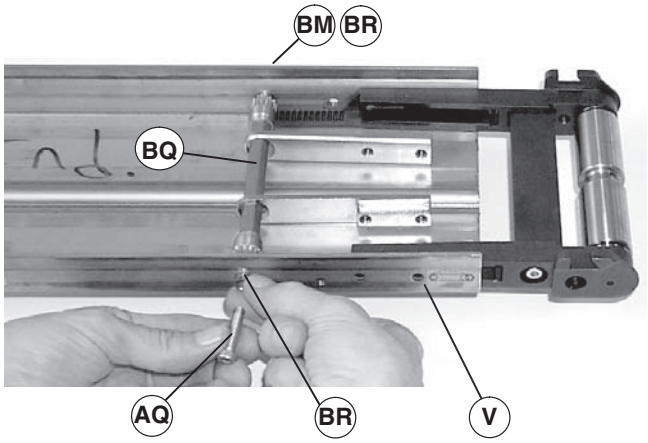

Figure 43
2. While holding hex pinion (BQ) with a 3/8" open-end wrench, loosen screw (AQ).
3. Remove screw (Figure 43, item AQ) and sleeve (BR) from conveyor (V) and hex pinion (BQ).
4. Repeat steps 2 and 3 for screw (Figure 4, item BM) and (Figure 43, item BM) on opposite of conveyor (V).